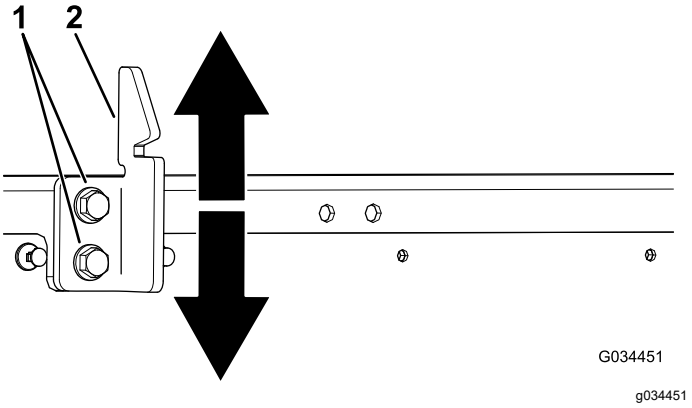

Figur 52
3. Løsn de 2 bolte på ladets låsestykke, og flyt låsestykket op eller ned, afhængigt af om låsestykket er for højt eller for lavt (Figur 52).
4. Stram de 2 bolte på ladets låsestykke (Figur 52).